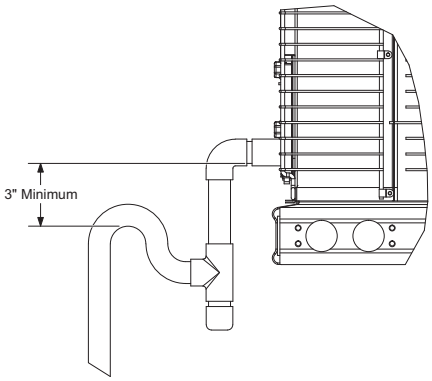

Figure 21: Condensate drain
1. Trap the connection according to Figure 21.